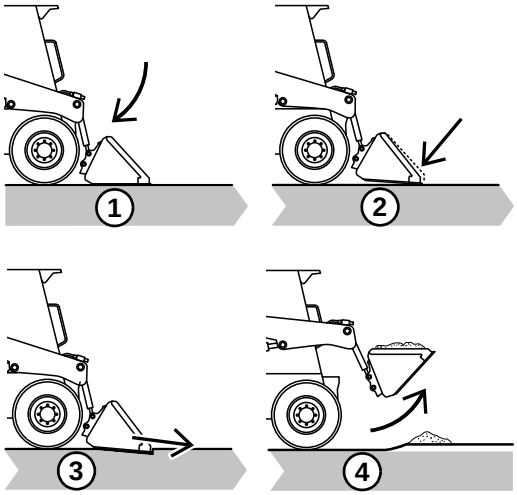

Figure 70 – Digging
1. (Figure 70) Approach the digging site with the lift arm slightly raised. Tilt the bucket forward until the cutting edge contacts the ground.